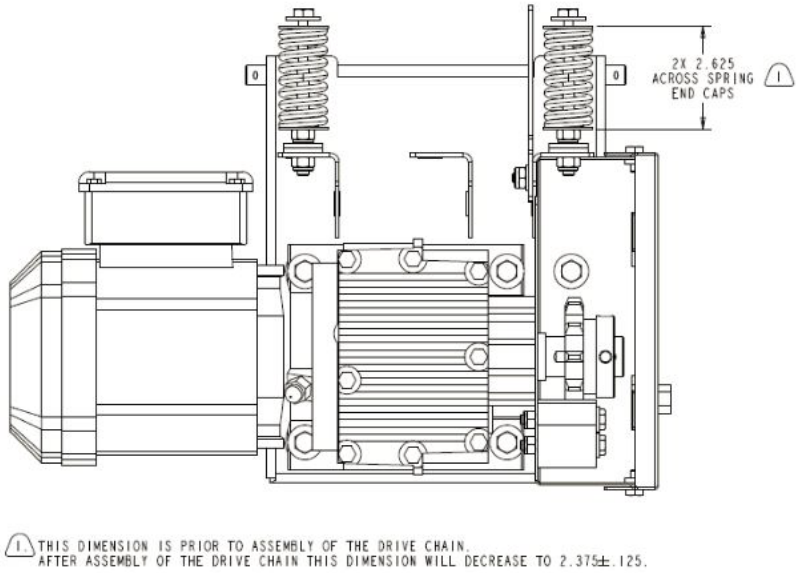

Fig. 47
4. Remove unload end panel and verify the two springs are assembled correctly and compressed to the correct dimension as shown below in Fig 47.